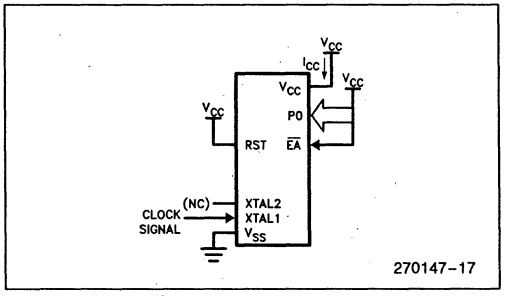

Figure 6. I_{CC} Test Condition, Active Mode. All other pins are disconnected.
6. See Figures 6 through 9 for I_{CC} test conditions. Minimum V_{CC} for Power Down is 2V.